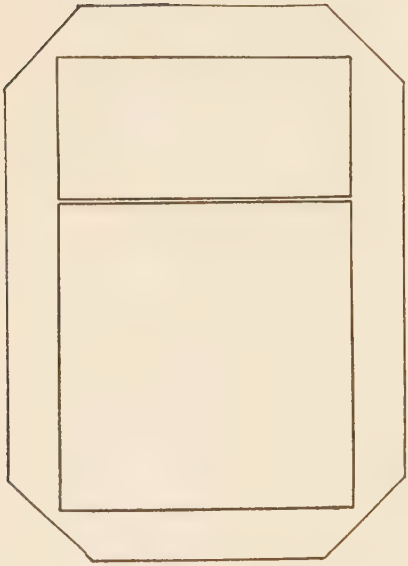

Fig. 74—Easel Boards Laid on Glued-off Covering Paper
7. Next we must prepare the easel. Take the large piece of paper $5\frac{7}{8}''$ x $8\frac{1}{8}''$, lay it face downward on a piece of newspaper, glue off the back and lay your two easel boards on the glued surface. (Fig. 74.)